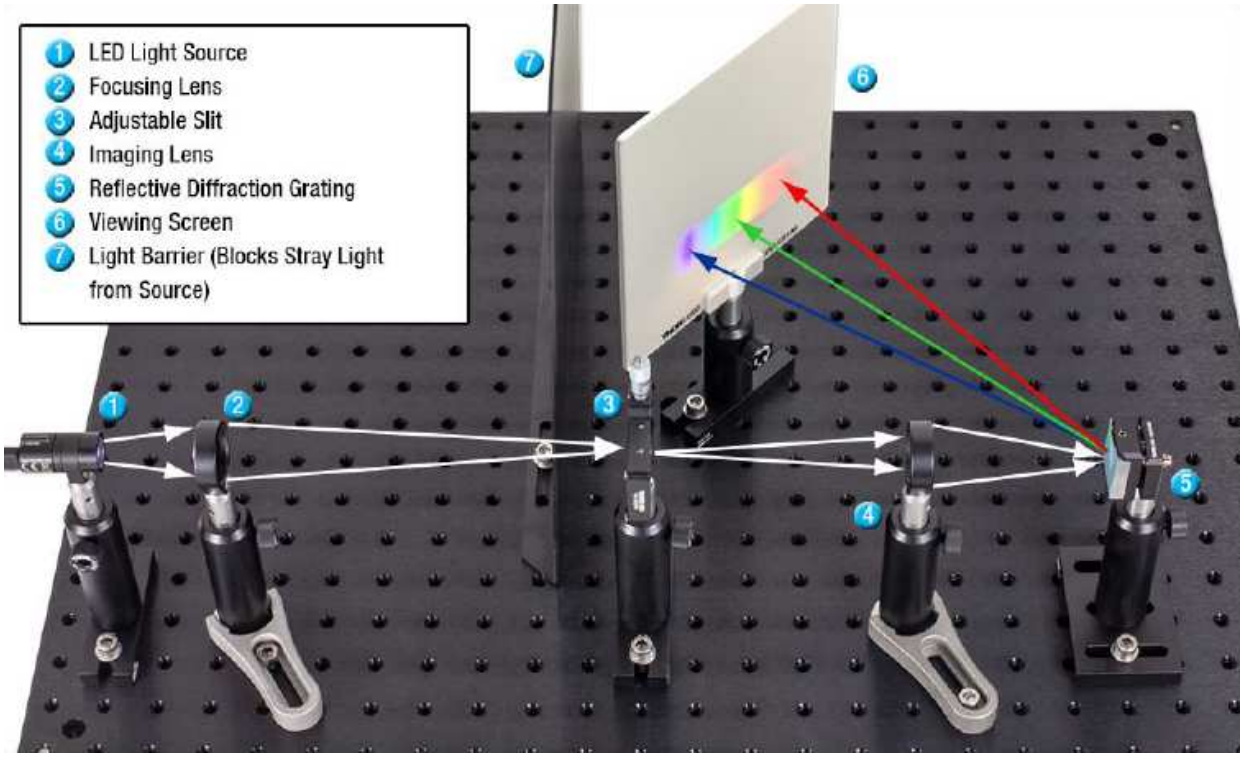

**Figure 1:** An overview of the diffraction grating-based spectrometer setup for Experiment 1.
7. **Attach a bandpass filter to the LED ①.** Place the viewing screen ⑥ and the black light barrier ⑦ as shown in **Figure 1**, then fix their positions.
8. **Adjust the 100 mm lens** ④ along the optical axis until a sharp image of the entry slit appears on the viewing screen ⑥. If the image is too dim, open the slit ③ slightly. Fix the lens when the image is sharp.